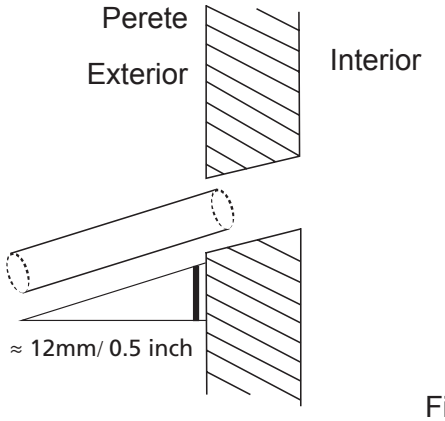

Fig. 6.5
3. Strapungeti peretele folosind un burghiu de 65mm. Asigurati-va ca strapungerea este facuta cu inclinare inferioara, pentru ca punctul de iesire sa fie mai jos decat punctul de intrare cu 12mm. Aceasta inclinare v-a asigura o scurgere mai eficienta a apei (vezi fig. 6.5). Introduceti tubul de protectie in interiorul strapungerii. Acesta va proteja marginile si va ajuta la sigilarea strapungerii atunci cand finalizati instalarea.